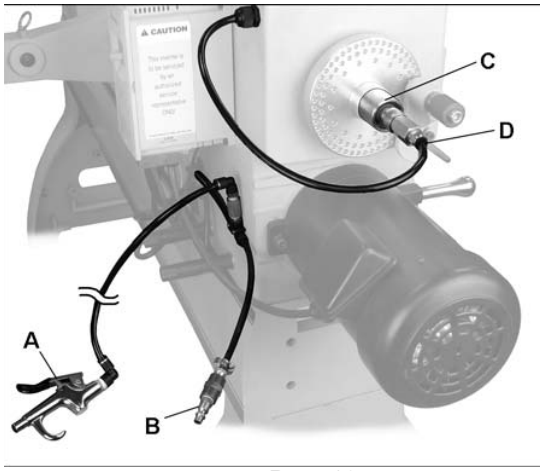

Рис. 12
См. Рис. 12 и 13.
1. Присоедините шланг продувочного пистолета (A, Рис. 12) к тройниковому соединителю.
3. Прикрепите вакуумный адаптер (C) к шлангу (D) и вставьте с нажимом адаптер в шпиндель.